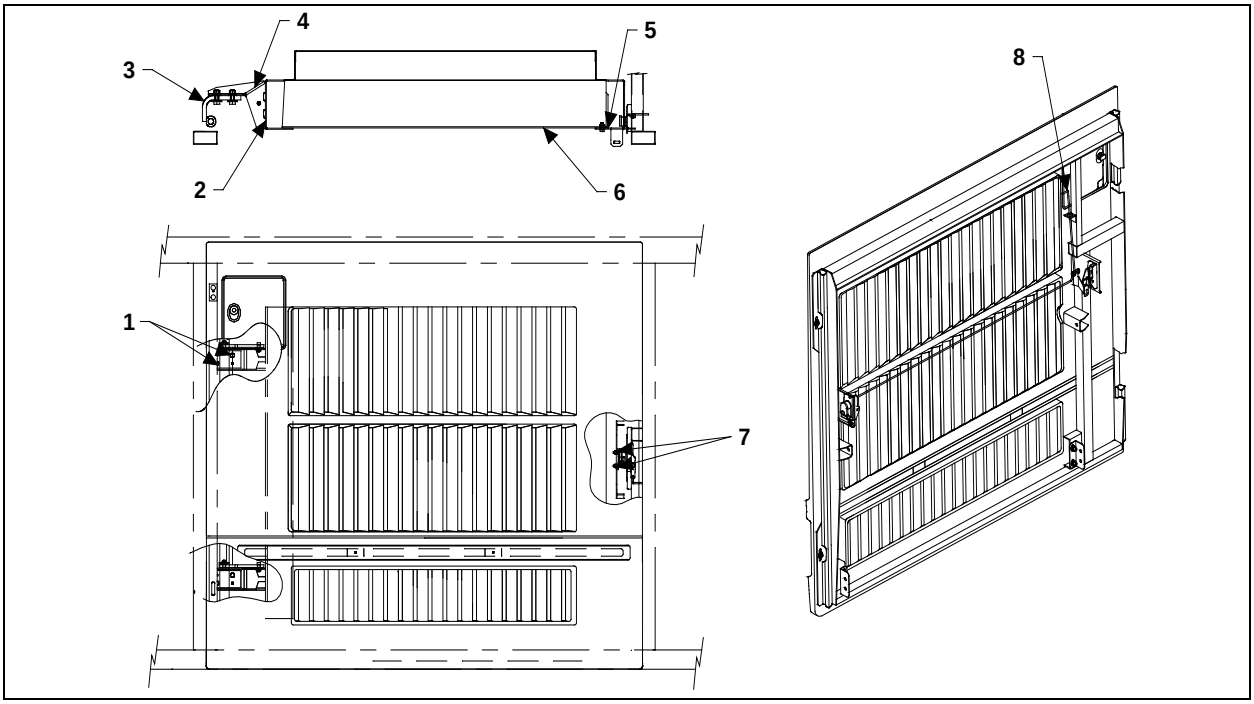

FIGURE 78: CONDENSER DOOR D280201
2. Loosen the nuts (1, Figure 78) holding the hinge (3, Figure 78) to hinge attachment (4, Figure 78). Loosening nuts (1, Figure 78) allows the condenser assembly to be shifted "LEFT or RIGHT" and "UP or DOWN".
5. Loosen bracket nuts holding the panel to condenser. Panel (6, Figure 78) may be shifted "IN or OUT", "LEFT or RIGHT" and "UP or DOWN".
6. Adjust condenser panel at brackets (2, Figure 78) and (5, Figure 78).